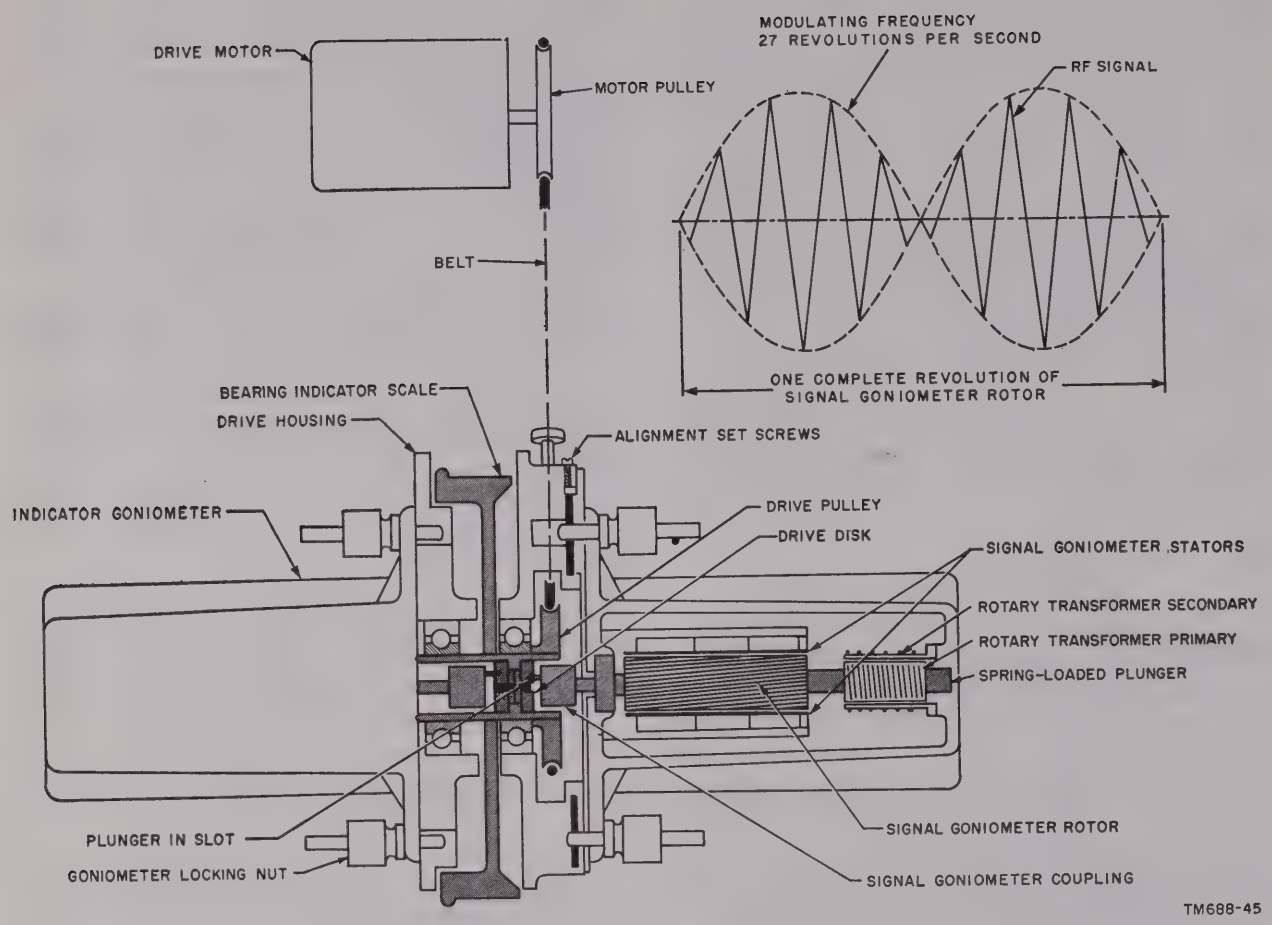

Figure 70. Rf signal modulated by rotation of the signal goniometer and sectional view of goniometers and goniometer drive.
(fig. 70)
a. The drive assembly is the assembly that provides mechanical coupling from the drive motor to the bearing indicator scale on the goniometer drive and the rotors of the signal and the indicator goniometer. The shaded portions of figure 70 illustrate the moving parts of the drive assembly which are supported from the housing by two ball bearings. Two goniometer locking nuts on each side of the drive housing lock the goniometer housings to the drive housing.
b. Two goniometers are available to be used as signal goniometers. Electrical Goniometer GO–5/GRD is used as the signal goniometer to obtain bearings on signals in the frequency range of .54 to 10 mc. Electrical Goniometer GO–6/GRD is used as the signal goniometer to obtain bearings on signals in the frequency range of 8 to 30 mc. The signal goniometer is mounted on the right side of the drive housing (fig. 70). Electrical Goniometer GO–5/GRD is used as the indicator goniometer and is mounted on the left side of the drive housing (fig. 70).
b. During visual operation, the rotor of the signal goniometer is rotated by the drive motor at a speed of 27 revolutions per second. When the rotor is parallel to the resultant magnetic field within the goniometer, maximum voltage will be induced in the rotor. When the rotor is perpendicular to the resultant magnetic field within the goniometer, minimum voltage will be induced in the rotor. For one complete revolution of the rotor, there are two positions in which the rotor will be parallel to the resultant magnetic field. The result of turning the rotor in the field is to amplitude-modulate the rf signal as illustrated in figure 70. The envelope of the rf signal is twice the modulating frequency or 54 cps. The rotor position at which nulls and peaks are obtained depends on the direction of arrival of the signal.
c. A rotary transformer is used to couple the output from the rotor of the signal goniometer to the df receiver. The rotor winding (primary) of the rotary transformer is wound on the same shaft as the rotor winding of the signal goniometer (fig. 70) and the two rotor windings are connected together. The stator winding (secondary) and the rotor winding (primary) of the rotary transformer are coaxial, therefore, the degree of coupling between the primary winding and the secondary winding does not change when the primary winding is rotated. The signal goniometer output is taken from the stationary secondary winding of the rotary transformer. The use of the rotary transformer eliminates the use of slip rings or another form of movable coupling to the rotor of the signal goniometer.